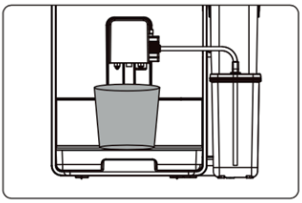

Рис. 5
Включите кофемашину. Установите емкость для напитка под блок подачи кофе (2), отрегулируйте его высоту во избежание разбрызгивания. Убедитесь, что молочная система и трубка забора молока установлены корректно (Рис. 5). Проверьте, достаточно ли воды в контейнере (5) и зерен в контейнере для зерен (8).